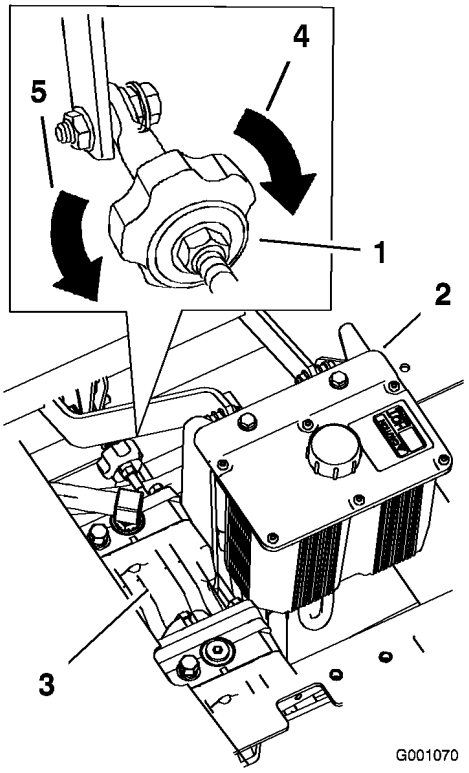

Figur 48
4. Vrid ratten mot maskinens högra sida för att få maskinen att gå åt höger. Se Figur 48.
5. Vrid ratten mot maskinens vänstra sida för att få maskinen att gå åt vänster. Se Figur 48.